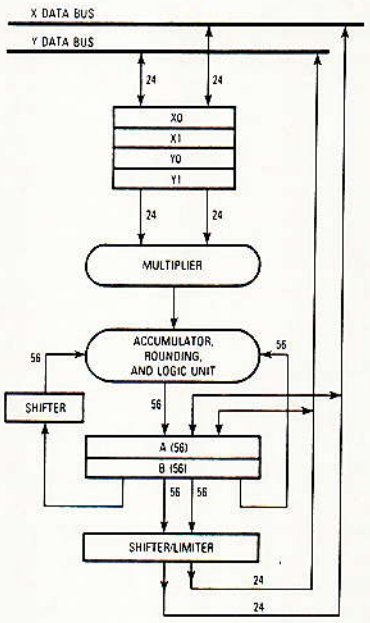

Figure 2.
5) L'unité arithmétique et logique (ALU) : (figure 2)